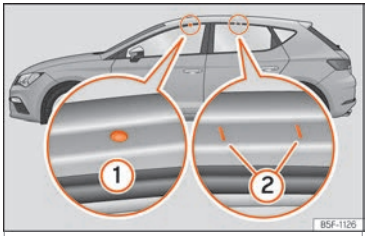

Fig. 195 Leon: attachment points for the roof railings for the roof carrier system.
The front and rear attachment points (1) and (2) are only visible when the doors are open ››› Fig. 195.